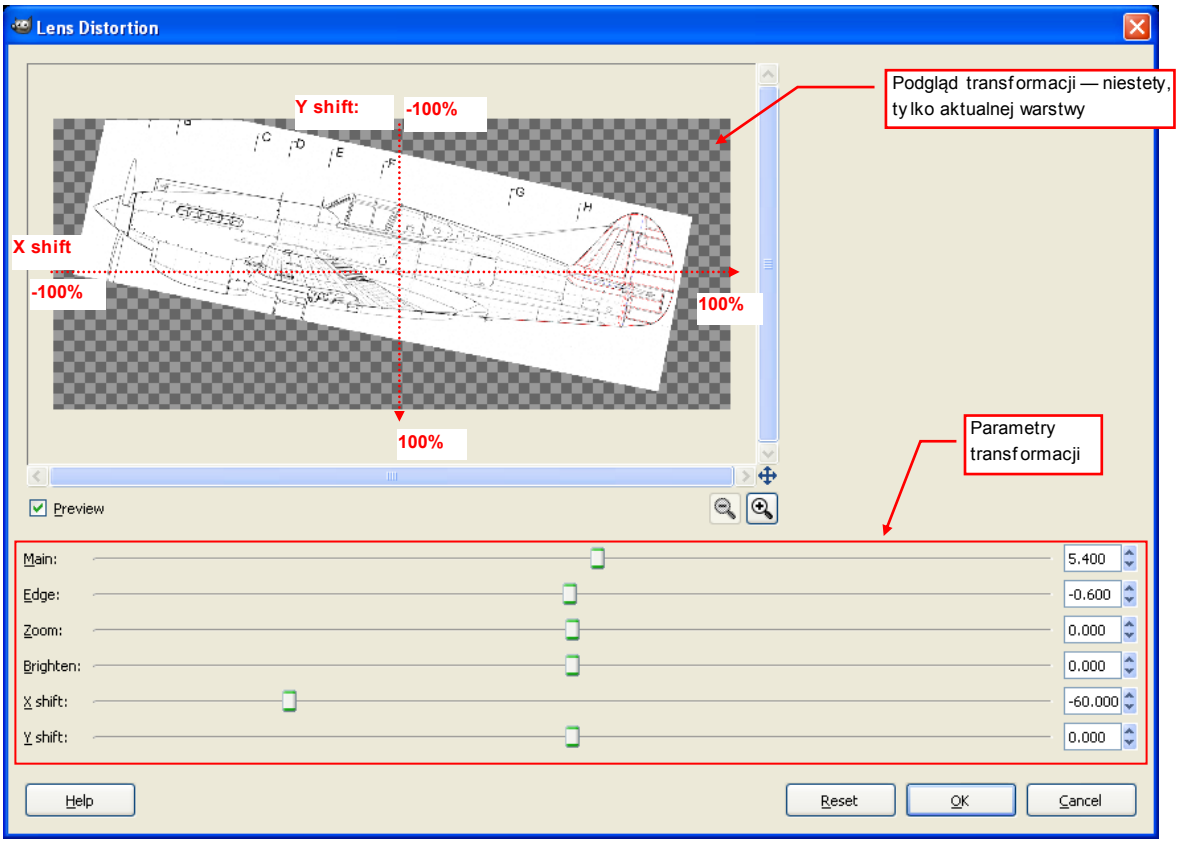

Rysunek 5.2.9 GIMP — okno dialogowe transformacji *Lens Distortion*.
Teraz wywołaj polecenie ***Filters→Distorts→Lens Distortion***. Spowoduje to pojawienie się okna dialogowego, z parametrami zniekształcenia beczkowatego (Rysunek 5.2.9):
- ***X shift***, ***Y shift***: położenie na fotografii środka obiektywu. (Chodzi o punkt, na który skierowany był aparat w chwili wykonywania zdjęcia). Położenie jest określane w zakresie od -100% do +100%. Wartość 0% odpowiada środkowi obrazu (patrz Rysunek 5.2.9);
W oknie *Lens Distortion* jest dostępny podgląd efektu transformacji (Rysunek 5.2.9). Niestety, widać w nim tylko aktualną warstwę, więc nie wiemy, czy "trafiliśmy" w zdjęcie, czy nie. Pozostaje tylko taktyka "kolejnych przybliżeń":